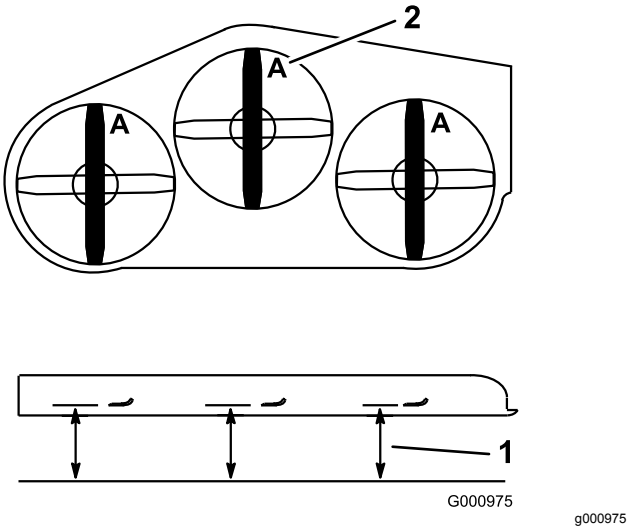

**Figur 56**
2. Mät från ett jämnt underlag till eggen, läge **A**, på knivarna (Figur 56).